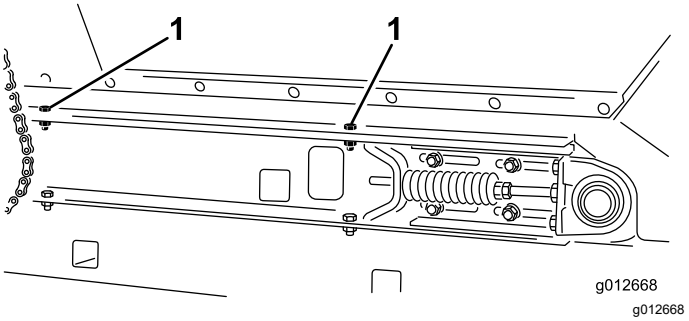

Figur 31
2. På hver side av maskinen fjerner du to hodeskruer, to skiver og to låsemuttere som fester beholderen til gliderammeskinnene (Figur 31).